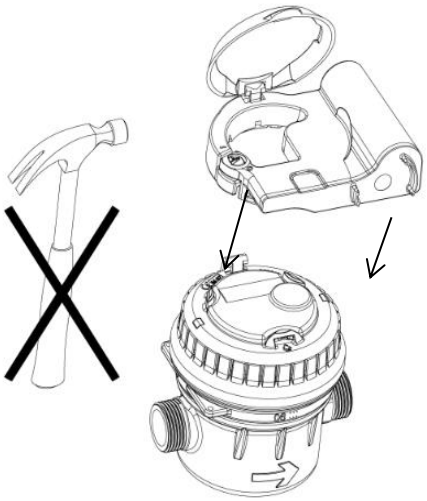

fig. 9
- Position the IZAR RC 868 i G4 by aligning the hinges up with each other (fig.9).